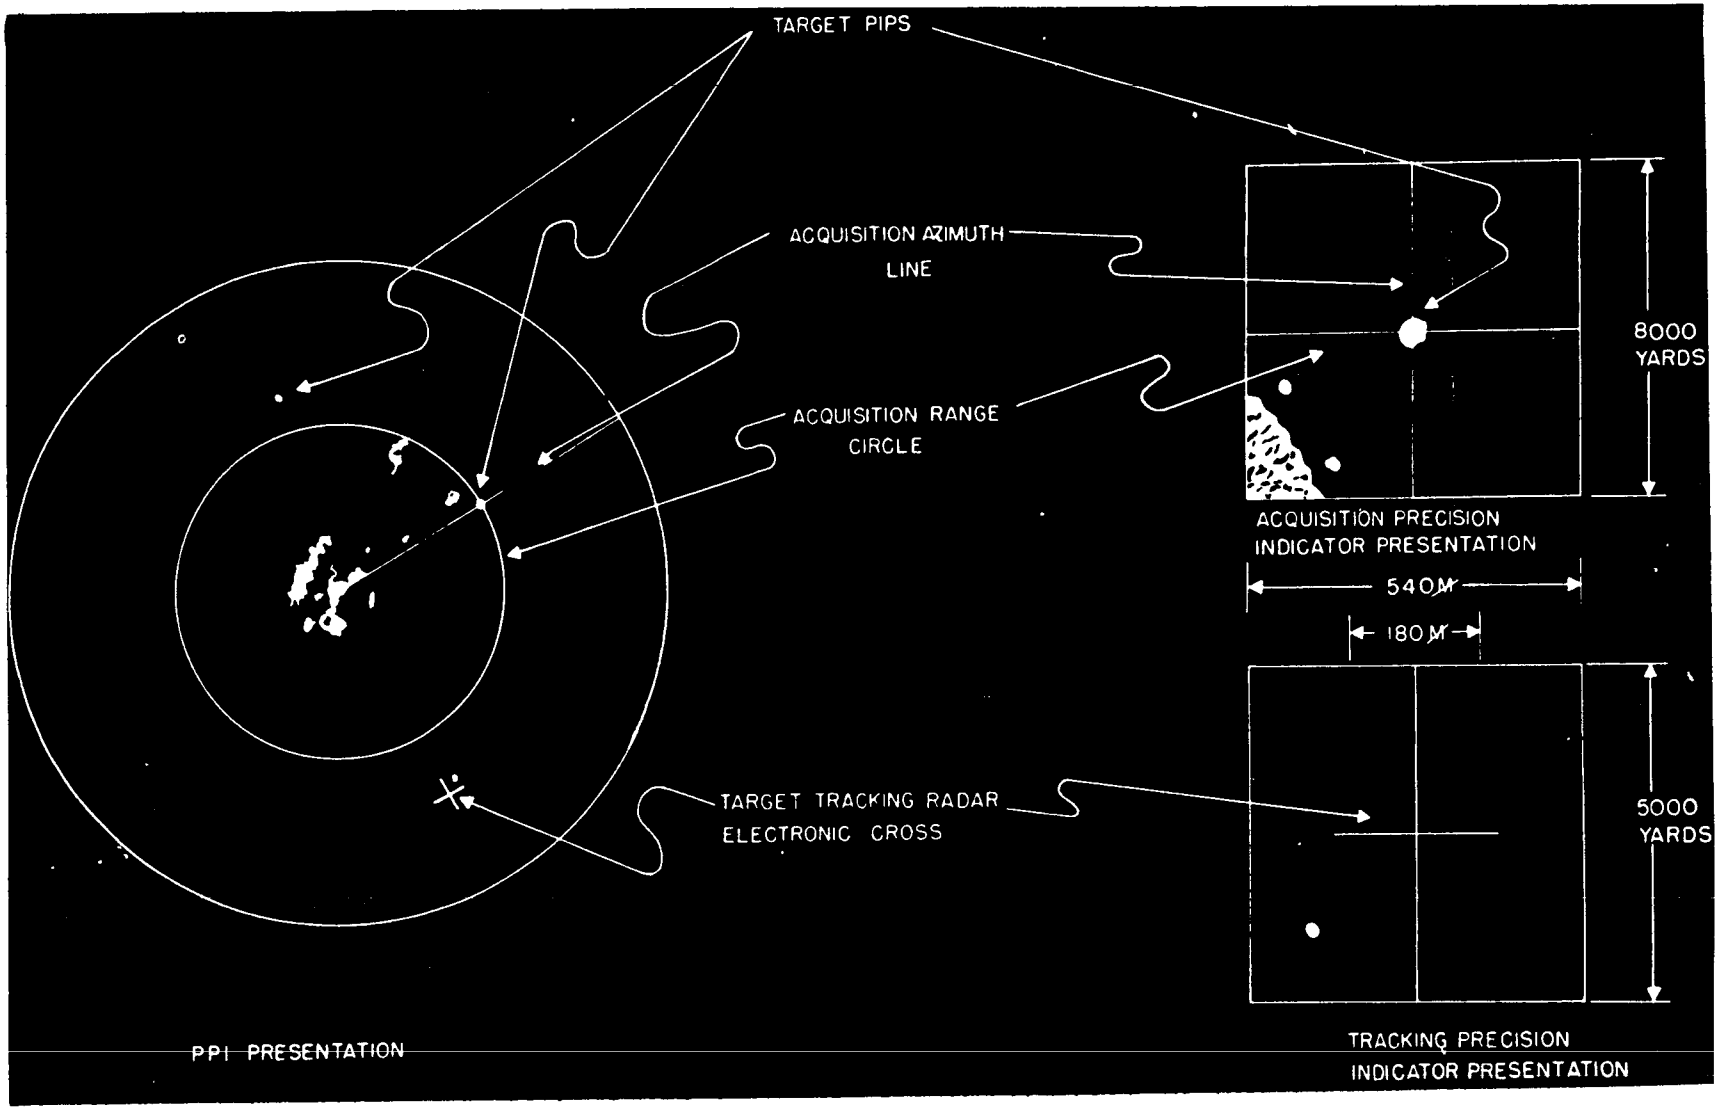

*Figure 187. Acquisition radar scope presentation.*
*g*. Figures 187, 188, and 189 show the scope presentations.